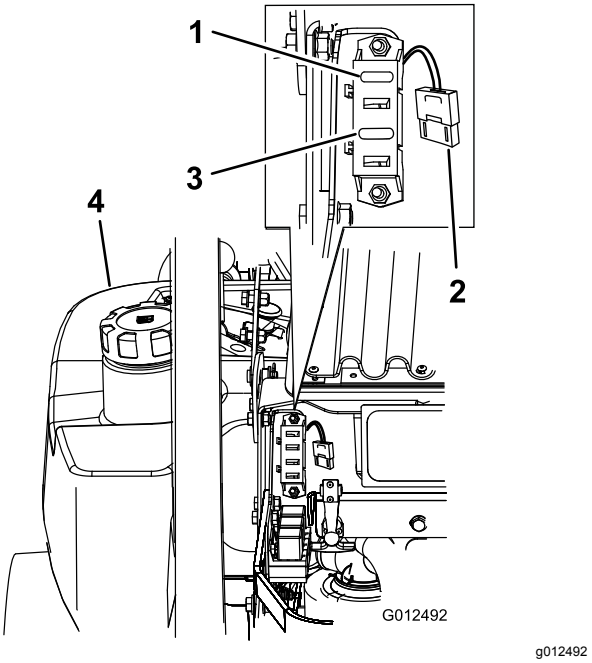

Figur 58
1. Løsn motorhjelmen, og hæv den for at få adgang til sikringsholderen (Figur 58).
3. Isæt en ny sikring (Figur 58).